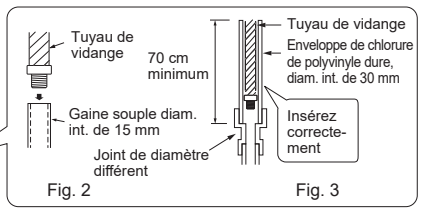

Fig. 2 Fig. 3
- Si le tuyau de vidange fourni avec l'unité interne est trop court, connectez-le au tuyau de vidange (J) se trouvant dans le local d'installation. (Fig. 2)